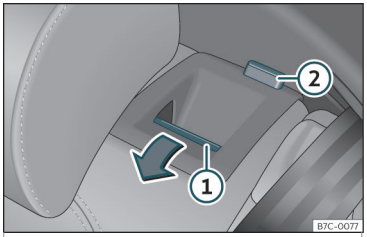

Fig. 102 Rear seat: folding the backrest.
- Press the unlock button>>> **Fig. 102** ① forwards and at the same time fold the backrest down. The rear seat backrest is not engaged when the red marking of the button ② is visible.
The rear seat backrest is not engaged when the red marking of the button››› **Fig. 102** ② is visible.